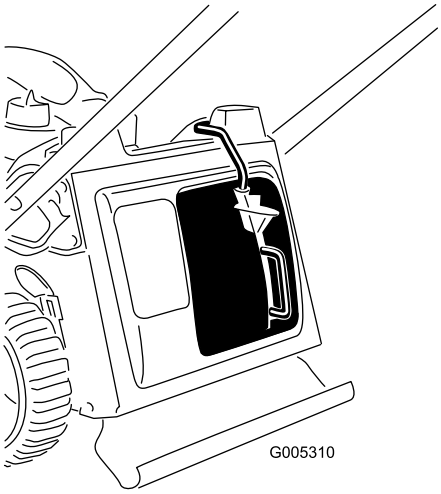

Figuur 10
3. Laat de knop op de greep los en zorg dat de bovenkant van de greep zich volledig in het schakelkanaal bevindt (Figuur 10). **Als de bovenkant van de greep zich niet in het schakelkanaal bevindt, start uw machine niet!**